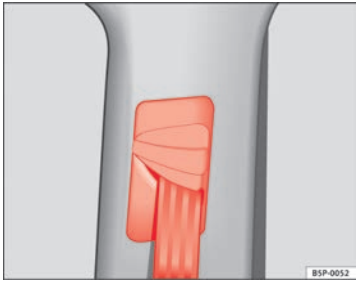

Fig. 16 Location of the belt height adjuster
– Press the upper part of the shoulder belt guide and hold it in this position ⇒ page 26, fig. 16.